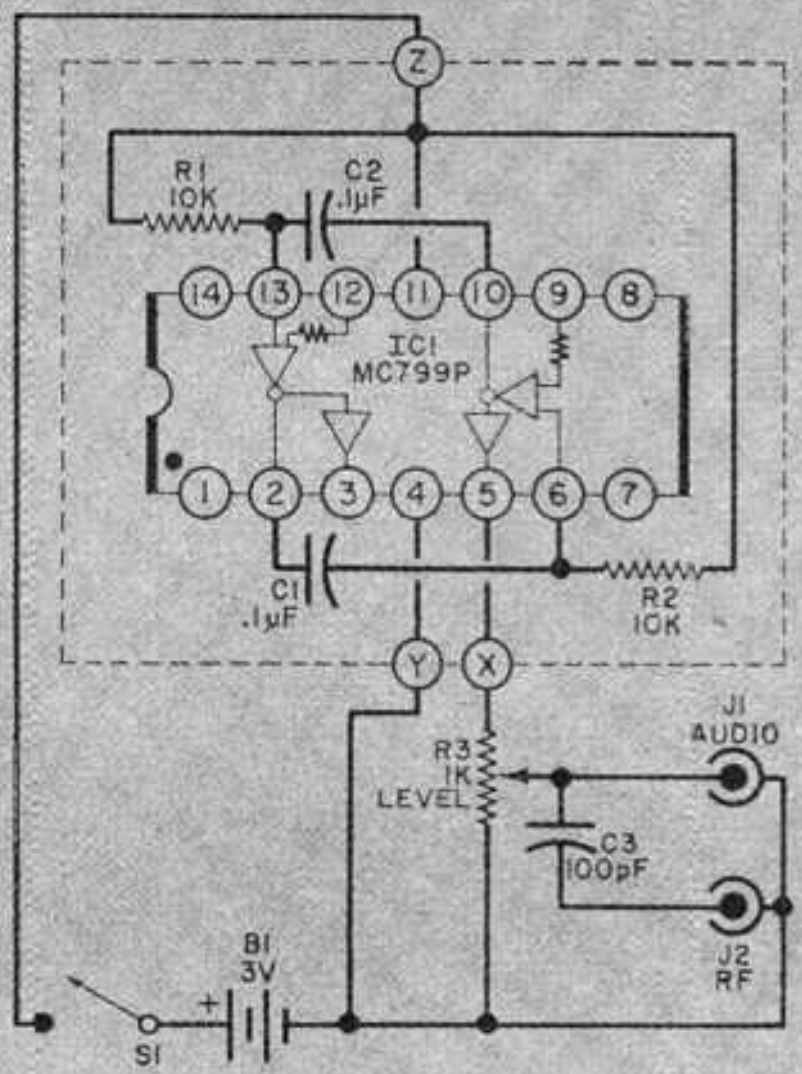

Fig. 1. One-IC circuit provides both audio and r.f. tracing signals; each output signal is continuously variable in amplitude.
**Construction.** As you can see from the schematic diagram in Fig. 1, the circuit of the IC Signal Injector is very simple. However, since it does employ an integrated circuit with closely spaced pin leads, it is essential to use a printed circuit board. You can obtain a prepunched and etched board from the source listed in the Parts List, or you can make your own with the aid of the etching guide provided in Fig. 2.